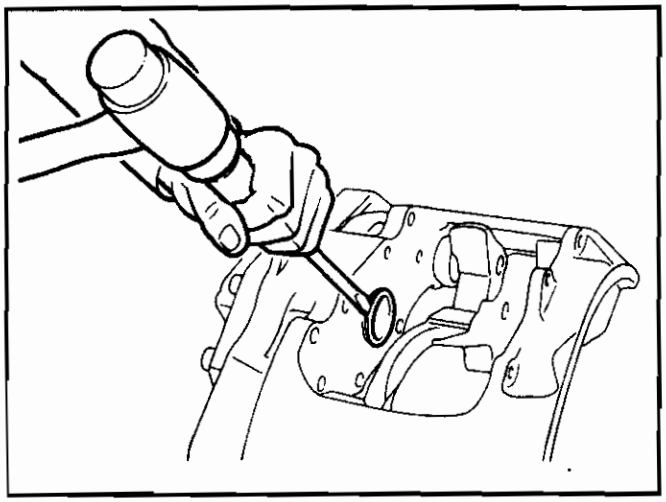

Figure 18.
5. Examine the dust cover retainer for any signs of damage. Carefully tap the damaged retainer out of the housing (Figure 18).